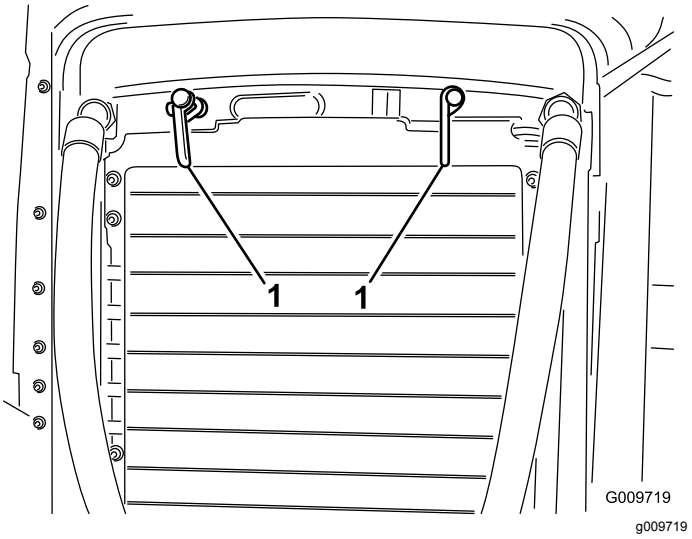

Rysunek 52
2. Obróć zatrzaski (Rysunek 52) mocujące chłodnicę oleju na ramie.